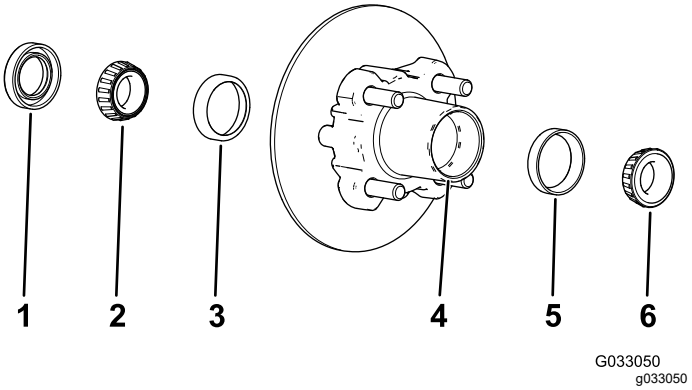

Figuur 38
1. Verwijder het buitenste lager en de loopring van het lager van de naaf (Figuur 38).
2. Verwijder de afdichting en het binnenste lager van de naaf (Figuur 38).
5. Verwijder alle vuil en vet uit de holte van de naaf (Figuur 38).
7. Vul de holte van de naaf voor 50 tot 80% met het aanbevolen smeermiddel (Figuur 38).
8. Monteer het binnenste lager op de loopring aan de binnenkant van de naaf en monteer de afdichting (Figuur 38).